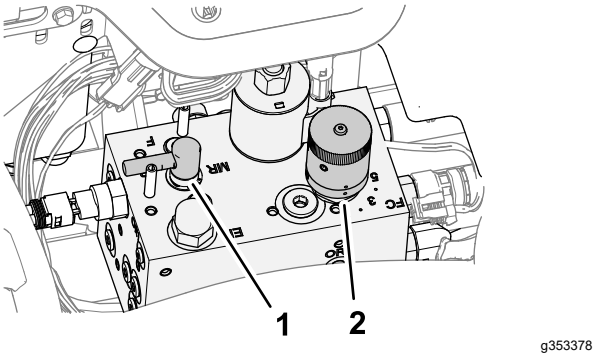

**Figur 95**
3. Flytta slipningsspaken till läge F (klippning) (Figur 95).